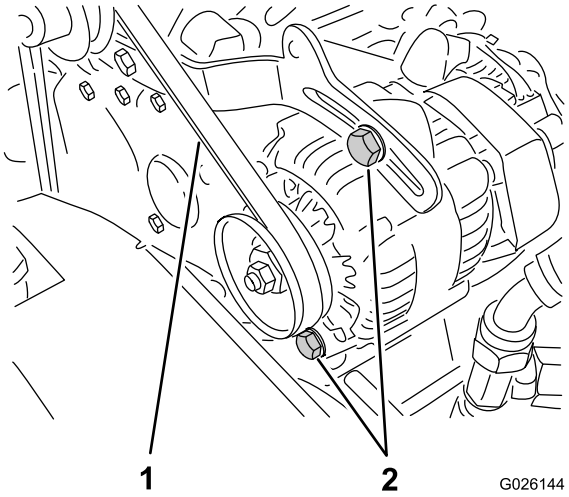

Figuur 66
2. Controleer de spanning door de riem midden tussen poelies van de krukas en de wisselstroomdynamo in te drukken met een kracht van 10 kg (Figuur 66).
A. Draai de 2 montagebouten van de wisselstroomdynamo los (Figuur 66).
B. Draai met een breekijzer de wisselstroomdynamo totdat de riem de correcte spanning heeft; zet de montagebouten daarna vast (Figuur 66).